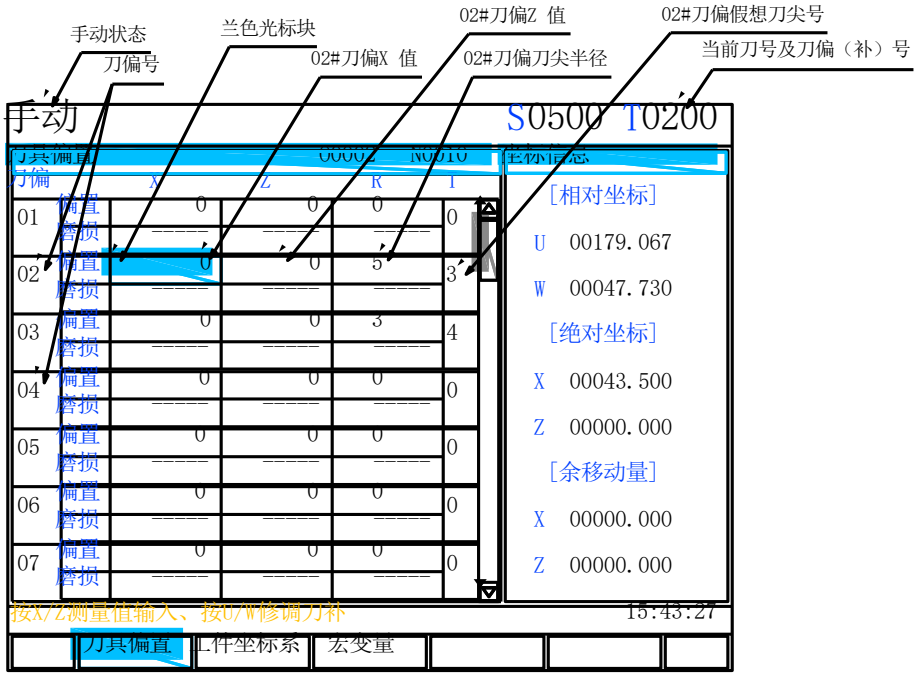

图 7.2-4
② 分别按 - 、0 、删除 DEL 键，提示：所有刀补清零？是：[输入]　否：[取消]， 按 输入 IN 键确认，如下图 7.2-4。
也可对刀补值逐个清零。移动兰色光标块到偏置号 01、02、03、04、……的 X 和 Z 处， 直接按 删除 DEL 键确认，如下图 7.2-4。
② 分别按 - 、0 、删除 DEL 键，提示：所有刀补清零？是：[输入]　否：[取消]，按 输入 IN 键确认，见图 7.2-4。　也可对刀补值逐个清零。移动兰色光标块到偏置号 01、02、03、04、……的 X 和 Z 处，直接按删除 DEL 键确认。